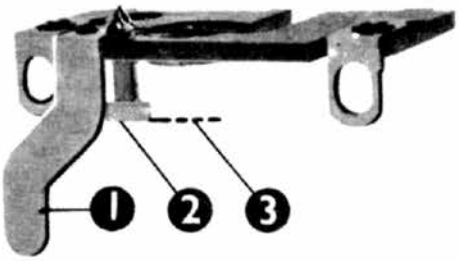

Abb. 36
a) Wegfall des Verbindungsdrahtes; er wird durch eine Anschlusslasche (1) ersetzt.
b) Die Kontaktfeder (3) (desgl. Pos. 3, Seite 19), getragen von einem Halter aus Isolierstoff (Pos. 4, Seite 19), der auf der hinteren Werkplatte befestigt ist, wird jetzt im Elektroblock eingebaut; sie wird getrennt geliefert, um auf die Kontaktschraube (2) befestigt zu werden. In Abb. 36 ist diese Kontaktfeder gestrichelt dargestellt.